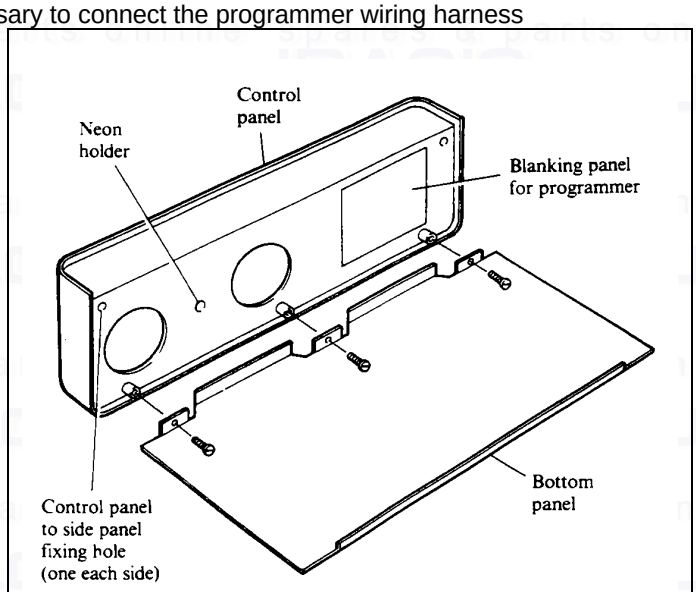

Fig. 30
4. Position the control panel as shown in Fig. 30 and secure it to the bottom panel using three No.6 x 10 lg. screws supplied with the boiler.
Note: If the optional programmer kit is to be fitted, push out the blanking panel, see Fig. 30, from the back of the control panel before it is secured to the bottom panel and bracket. Fit the programmer to the back of the control panel, locating the top two hinge pins into the brackets above the opening then lowering it against the panel and securing it at the bottom using the two screws supplied with the programmer..
Refer to Fig. 30, if necessary.